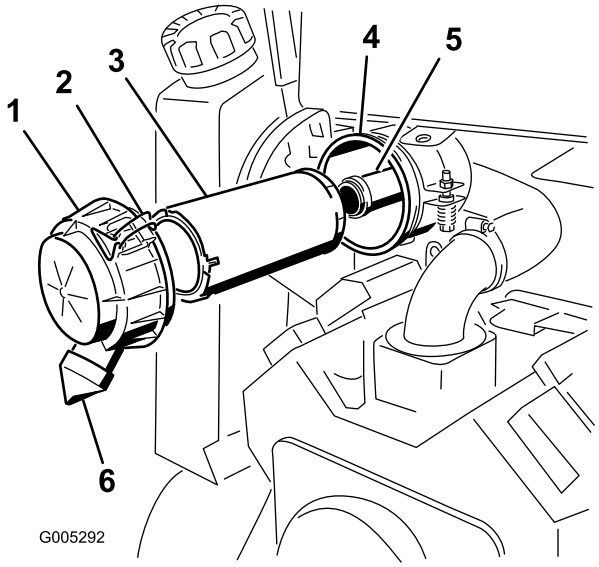

Figura 19
2. Abra los cierres del limpiador de aire y tire de la tapa del limpiador de aire para separarla de la carcasa del limpiador de aire (Figura 19).
6. Extraiga con cuidado el filtro primario del cuerpo del limpiador de aire y deséchelo (Figura 19). Evite golpear el filtro contra el lado de la carcasa.
7. Si también va a cambiar el filtro de seguridad, extráigalo con cuidado del cuerpo del limpiador de aire y deséchelo (Figura 19). Evite golpear el filtro contra el lado de la carcasa.
2. Si va a cambiar el filtro de seguridad, deslícelo cuidadosamente en el cuerpo del filtro (Figura 19). Asegúrese de que está bien
3. Introduzca con cuidado el filtro primario en el cuerpo del limpiador de aire (Figura 19). Asegúrese de que está bien asentado empujando firmemente sobre el borde exterior del filtro mientras lo instala.
4. Instale la tapa y el espaciador y fíjelos con la tuerca de la tapa (Figura 19). Apriete la tuerca a 11 Nm (95 pulgadas-libra).
5. Instale la tapa del limpiador de aire con la salida de goma hacia abajo, en la posición de las 5—las 7 (visto desde el extremo) (Figura 19) y sujétela con los cierres.